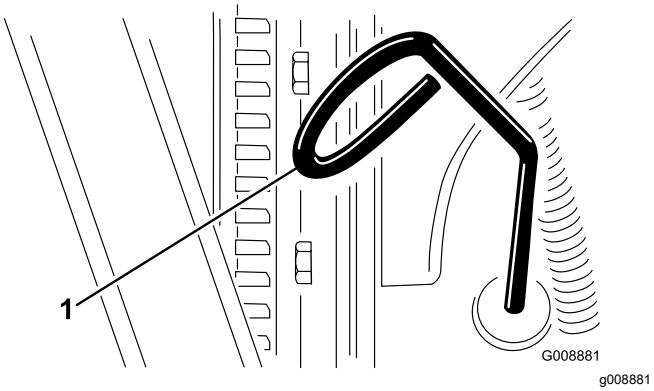

Figur 59
2. Ta ut peilestaven (Figur 59) og tørk den med en ren fille.